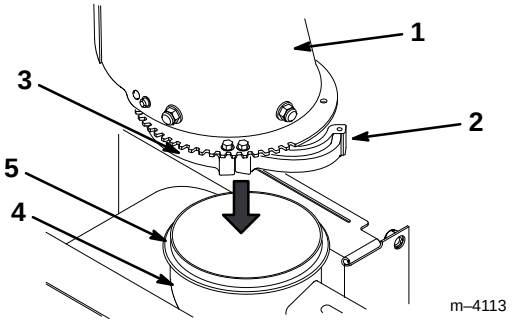

**Figure 1**
**1.** Rotate the loose chute retainer on the bottom of the chute outward (Fig. 1).